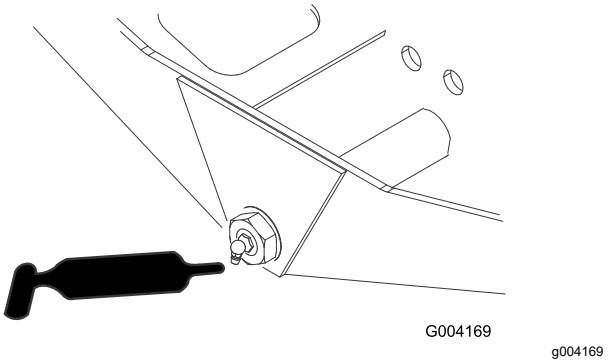

Figur 74
- Akselstyretap (1) (Figur 74)